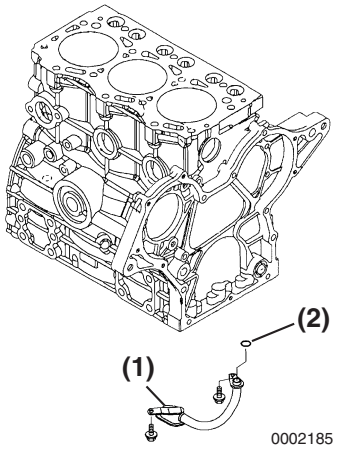

Figure 6-100
1. Reinstall the oil pickup tube **(Figure 6-100, (1))** and a new O-ring **(Figure 6-100, (2))**.